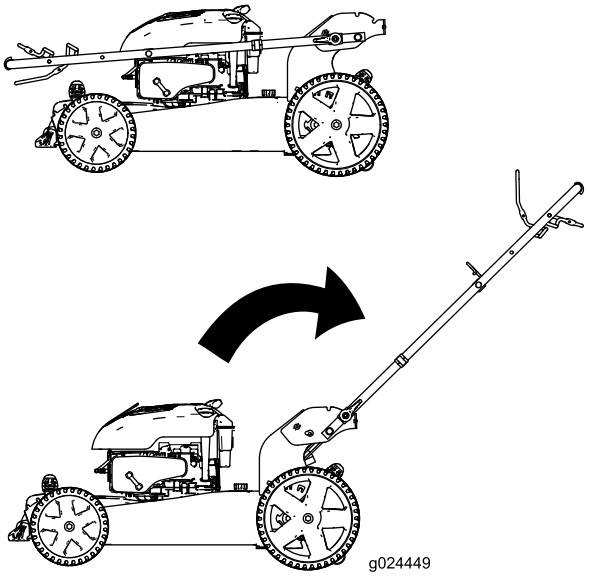

Rysunek 3
1. Obróć uchwyt w tył do pozycji roboczej (Rysunek 3).